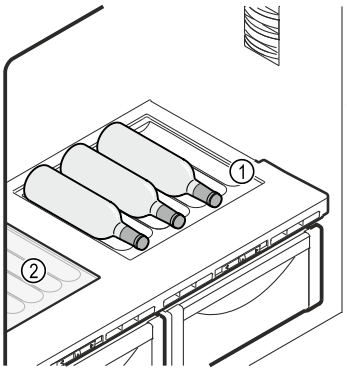

Fig. 104 Voorbeeldweergave
- ▶ Glasplaat *Fig. 104 (2)* onder het variabele flessenrek plaatsen.